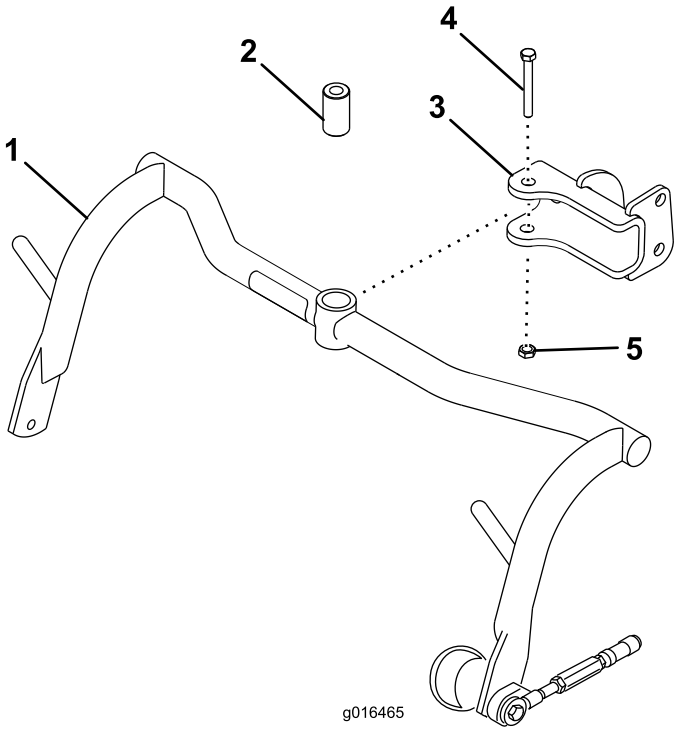

**Figur 8**
1. Montera en bärramsenhet på varje sprint med en distansbricka, 1/2 x 3 1/4-tums skruv och 1/2-tums låsmutter (Figur 8). Dra åt till ett moment på 91–113 Nm.